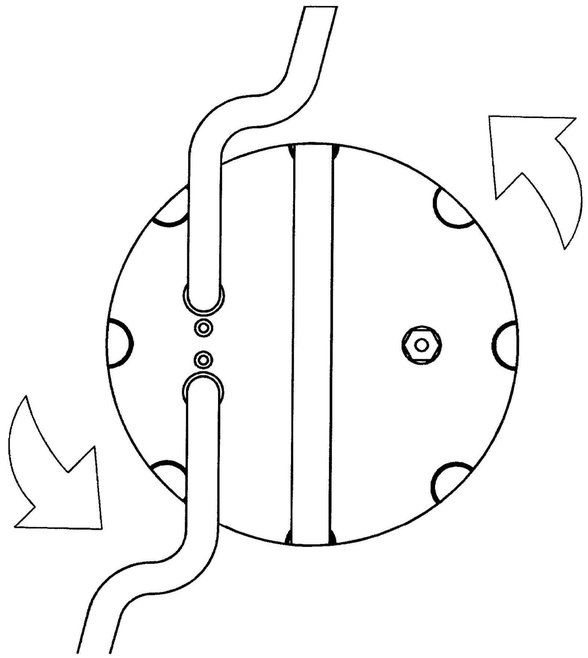

Fig. 2
3. Osservare attentamente il contraccolpo all'avviamento, guardando l'elettropompa dall' alto. Se il senso di rotazione è giusto, la calotta superiore si muoverà in senso antiorario come indicano le freccie nel disegno (FIG 2).